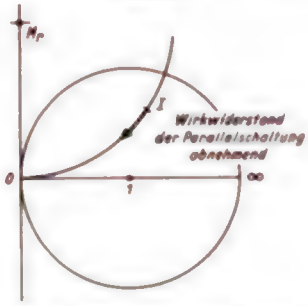

Bild 6. Parallelschalten zweier Wirkwiderstände
b) Er muß die x-Achse im Punkt 0 berühren (Bild 6).
c) Sein Mittelpunkt (M_r) muß auf der durch x = 0 gehenden y-Achse liegen (Bild 6).